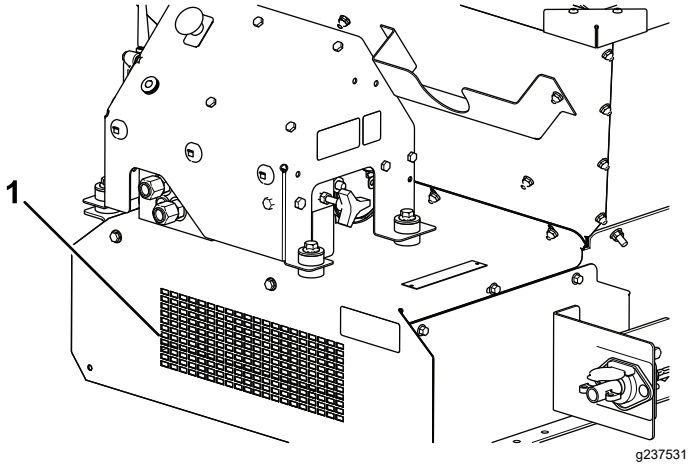

Figur 61
11. Leta reda på rengöringsdekalen på maskinens framsida (Figur 60) och spruta genom det främre skyddets galler med en trädgårdsslang tills allt material är bortspolat (Figur 61).